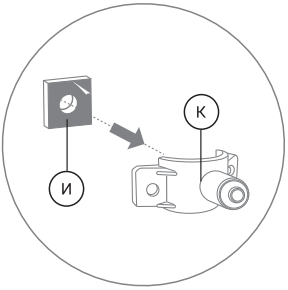

Рис. 10
2. Снимите с уплотнительной прокладки (И) защитную пленку. Приклейте прокладку с внутренней стороны хомута (К), одновременно совмещая отверстие в прокладке с отверстием в штуцере хомута (рис. 10).